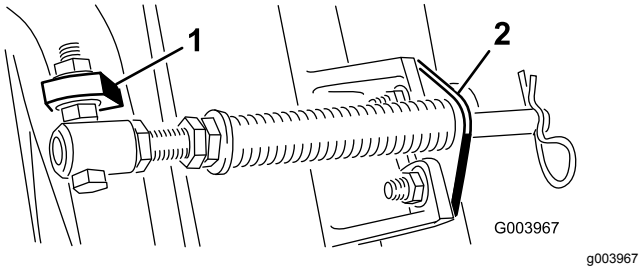

Figur 5
Obs: Placera bultens huvud mot flikens yttre sida såsom visas i Figur 5.
D. Montera stångbeslaget på klippenhetens flikar med hjälp av vagnsbultarna och muttrarna (Figur 5).